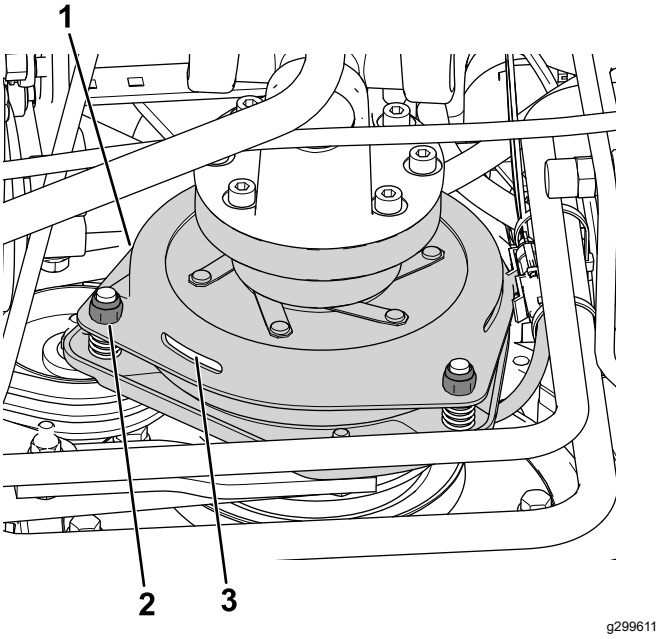

Figure 80
3. Réglez l'entrefer de façon à pouvoir passer une jauge d'épaisseur de 0,3 mm (0;012 po) entre la garniture d'embrayage et la plaque de frottement en poussant légèrement (Figure 80).
Remarque: Pour diminuer l'entrefer, tournez les écrous de réglage dans le sens horaire (Figure 80). L'entrefer ne doit pas dépasser 0,6 mm (0,024 po). Réglez les 3 entrefers à 0,4 mm (0,012 po).